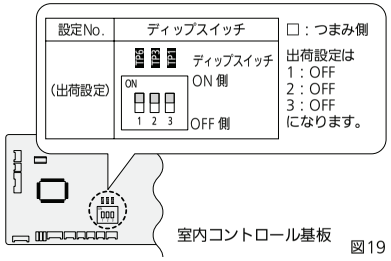

図19
- 電装ボックスのふたを開き、室内コントロール基板を確認してください。(図19)